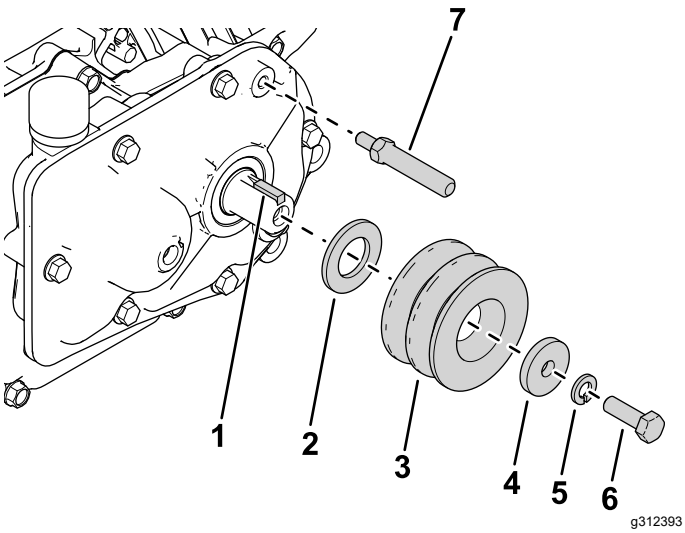

Figura 2
2. Instale a chave quadrada no eixo de saída (Figura 2).
bloqueio e parafuso (5/16 pol. x 1 pol.) como se mostra na Figura 2.
4. Instale o eixo da articulação da tração na caixa de velocidades (Figura 2).